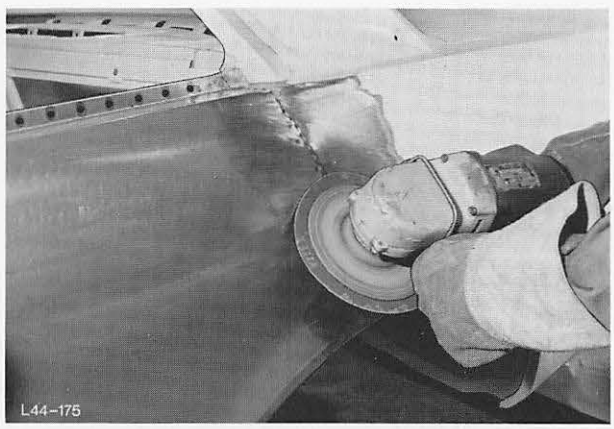

Abb. 208 Schweiß- und Lötstellen putzen
26. Schweiß- und Lötstellen putzen, Abb. 208.